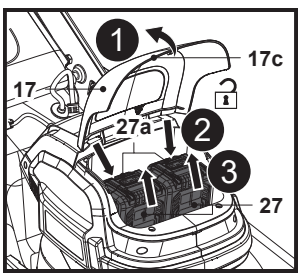

Fig. 8
1. Levante la tapa magnética (17c) y abra la tapa del compartimento de la batería (17) (Fig. 8, paso 1).
2. Pulse el botón de liberación (27a) para desbloquear el pestillo de la batería (27) (Fig. 8, paso 2).
3. Saque la batería (27) del compartimento de la batería (Fig. 8, paso 3).
4. Repita los pasos anteriores para desmontar otra batería (27).
5. Cierre la tapa del compartimento de la batería (17) con cuidado.